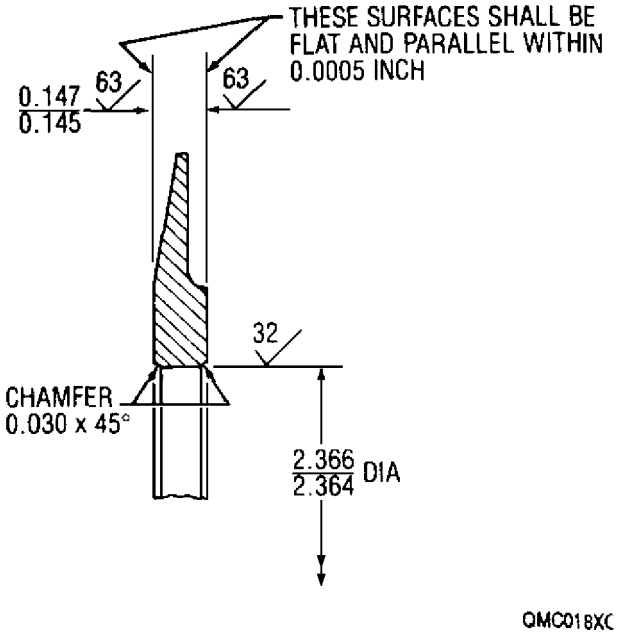

Figure 3. Compressor Rear Bearing Rotating Flange Repair
(1) Cutting a 1.063 in. by 3.5 in. opening in the front baffle (−19 detail) per figure 3.
(2) Cutting a 1.5 in. by 3.5 in. opening in the baffle (−4 detail) per figure 3.
(3) Removing either or both baffles by machining as follows: